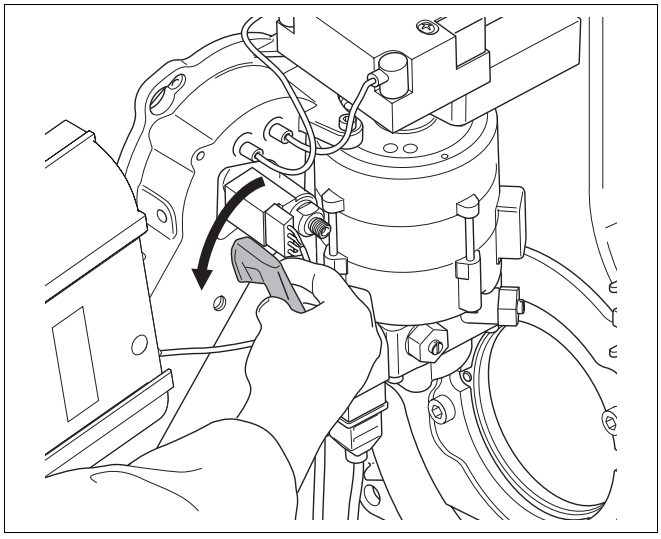

Abb. 74 Winkelhalter demontieren
- Winkelhalter um 90 ° entgegen dem Uhrzeigersinn drehen und Winkelhalter abziehen (Abb. 74).